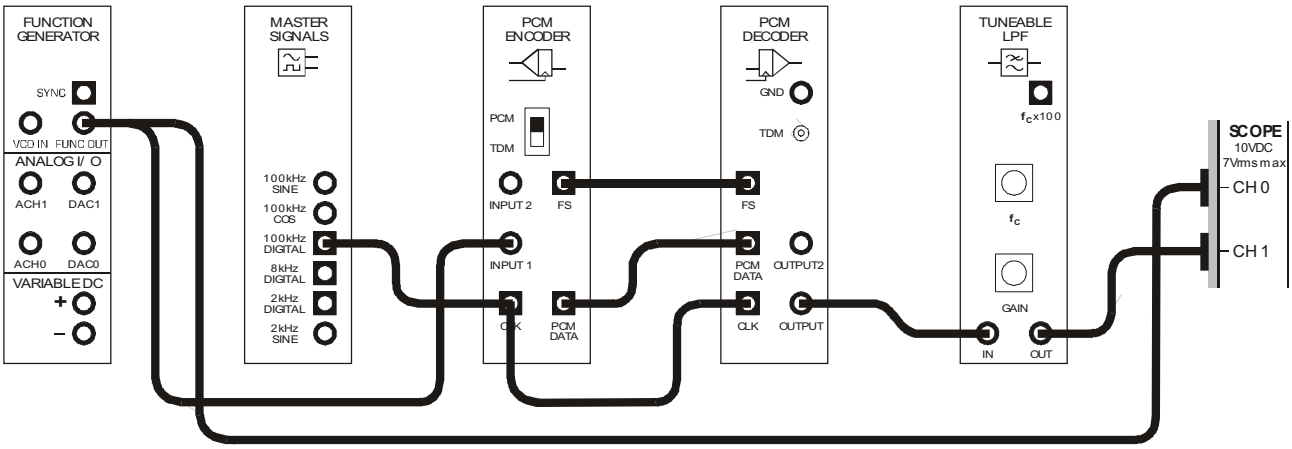

Figure 1
14. Connect the set-up shown in Figure 1 below.